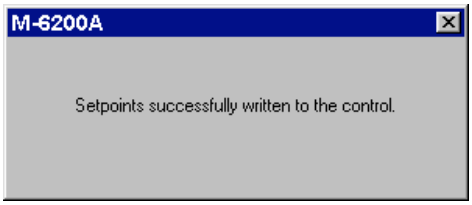

Figure 4-9 Setpoints Successfully Written To The Control Dialog Screen
7. Select **OK**. TapTalk will display a "Setpoints Successfully Written to Control" confirmation screen (Figure 4-9).
5. Select **OK**. TapTalk will display a "Setpoints Successfully Written to Control" confirmation screen (Figure 4-9).